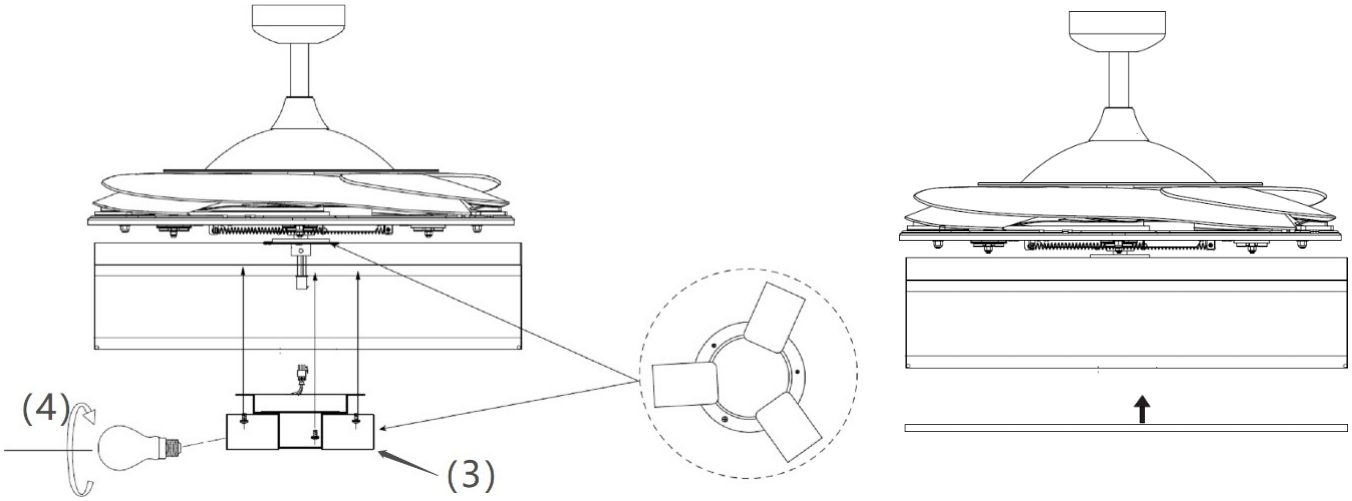

Rys. 7
4. Podłącz szybkozłączkę do części uchwytu lampy (3). (Rys. 7)
5. Przymocuj oprawkę lampy (3) do wspornika zestawu oświetleniowego, dokręcając 3 śruby. Nie dokręcać zbyt mocno.
6. Zamontuj klosze (4) (brak w zestawie) w oprawkach lamp. Nie należy przekraczać maksymalnej mocy znamionowej.